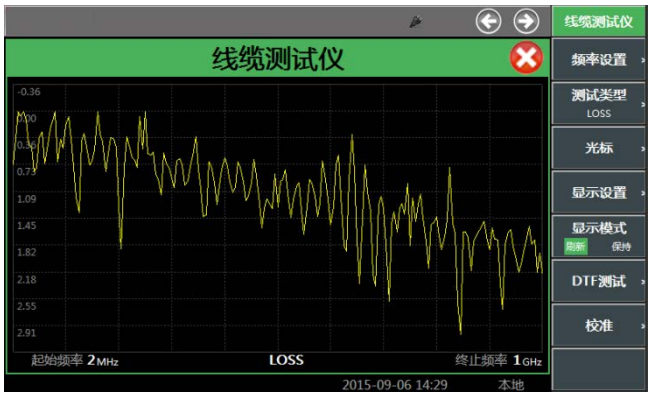

图 4.17　电缆损耗测试结果
- 校准：选择右侧菜单[校准]软键，选择[开始校准]，根据提示连接校准件完成校准。校准完成后，将被测电缆连接到测试仪器，为了保证电缆损耗测量的准确性，被测电缆的终端要连接开路器或短路器，测试仪显示便为所测得的电缆损耗曲线。如图 4.17 所示：